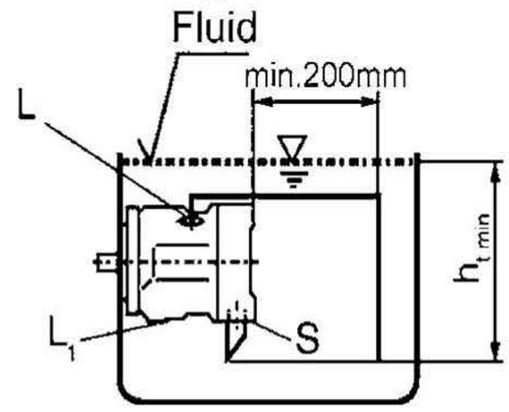

Fig. 3
a) If the minimum fluid level is above the top of the pump, port "L_1" closed, "L" and "S" should remain open, L piped and recommendation S piped (see Fig. 3)